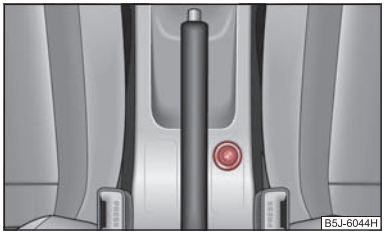

Fig. 75 Centre console: Cigarette lighter
– Press in the button of the cigarette lighter ⇒ fig. 75.